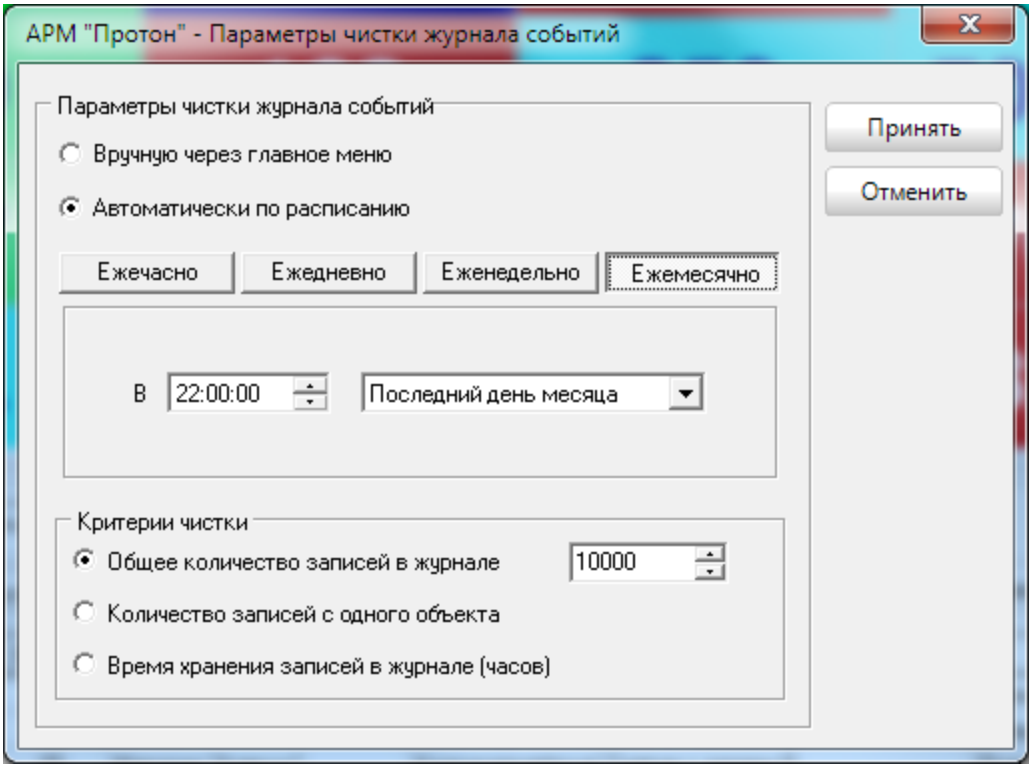

Рисунок 42
- ежемесячно в определённый день месяца в определённое время (Рисунок 42).